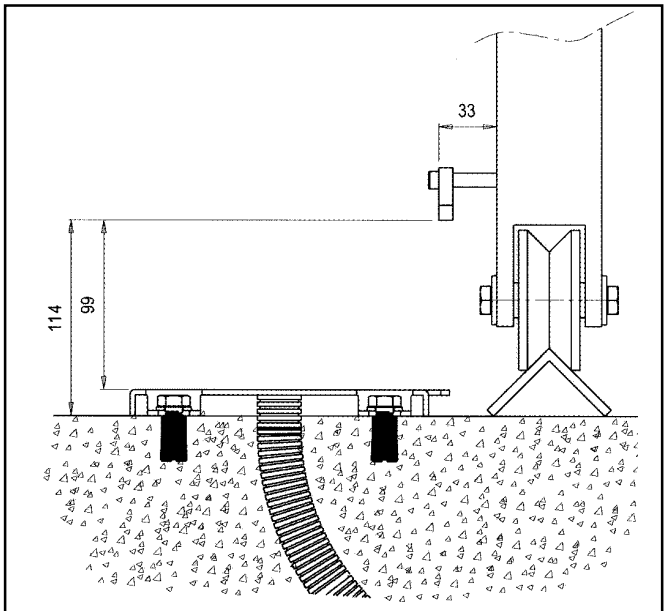

Fig. 5
b) Fare riferimento alla fig. 5 per quanto riguarda le quote in altezza.
ATTENZIONE: nel caso sia già presente la cremagliera prestare particolare attenzione al rispetto delle quote (fig. 5) per poter inserire poi correttamente il pignone sotto la cremagliera stessa.